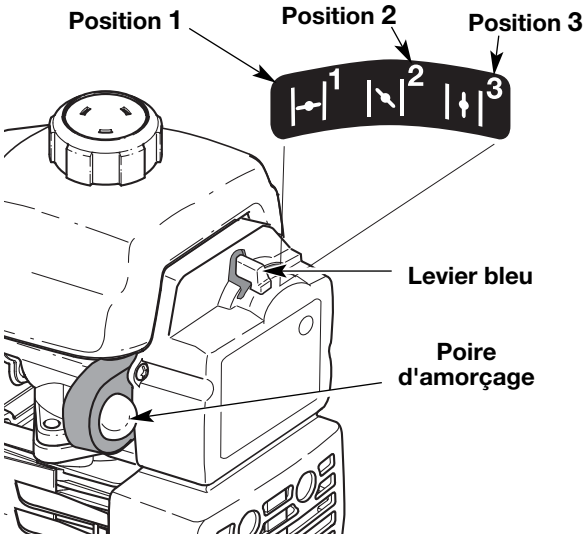

Fig. 7
2. Pressez et relâchez la poire d'amorçage à 10 reprises, lentement. Une certaine quantité d'essence **devrait être visible dans la poire d'amorçage** et les conduites d'essence (Fig. 7). Si vous n'apercevez pas d'essence dans la poire, pressez et relâchez la poire autant de fois qu'il le faut pour y voir de l'essence.
3. Placez le levier d'étranglement bleu en **position 1** (Fig. 7).
5. Placez le levier d'étranglement bleu en **position 2** (Fig. 7).
8. Placez le levier d'étranglement bleu en **position 3** (Fig. 7). La machine est prête à être utilisée.
SI... Le moteur hésite, remettez le levier en **position 2** (Fig. 7) et continuez à le chauffer.